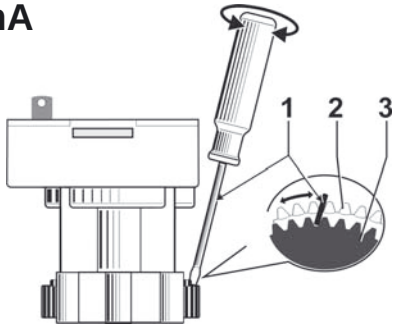

Fig. 12: Ajuste da corrente de saída em 0 ou 4 mA
2. Deslocar manualmente ou com auxílio de chave de fendas a roda de ajuste preta (fig. 12, pos. 3), oposta à roda dentada de acionamento branca (pos. 2), a fim de ajustar a corrente de saída